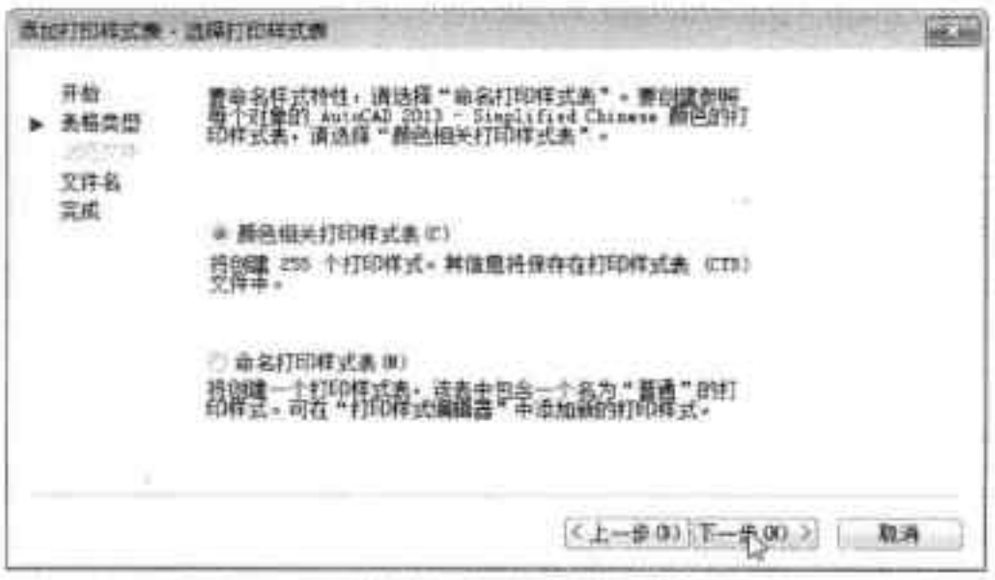

图10-10 “选择打印样式表”对话框
Step 04 在“选择打印样式表”对话框中，单击“下一步”按钮，如图 10-10 所示。